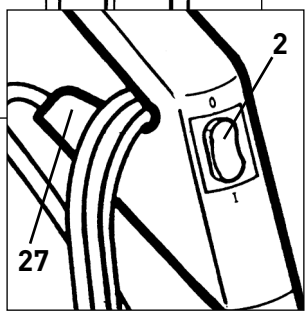

Figure 2
2. Dégager la prise du cordon puis dégager le cordon du crochet supérieur (#27, figure 2).
3. Après s'être assuré que l'interrupteur (#2, figure 2) est éteint, enfoncer la fiche polarisée du cordon dans une prise électrique de 120 volts située près du sol.